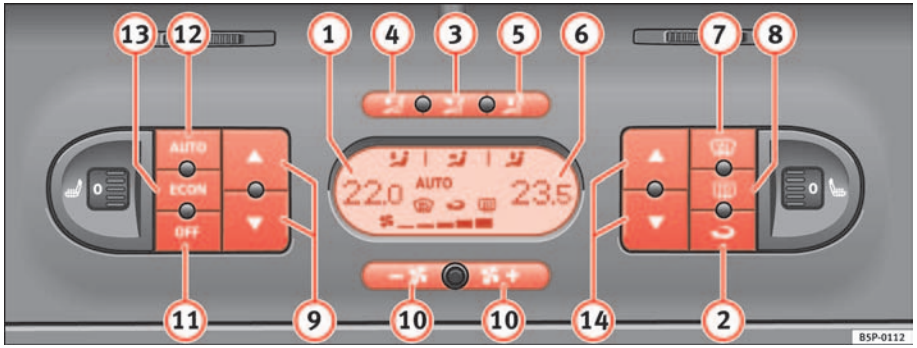

Fig. 127 On the dash panel: 2C Climatronic controls
– Press the temperature control buttons ⇒ page 154, fig. 127 (9) or (14) in order to adjust the temperature on the left hand side or the right-hand side respectively.
– Press the button AUTO ⇒ page 154, fig. 127. “AUTO” is shown on the display. ▶